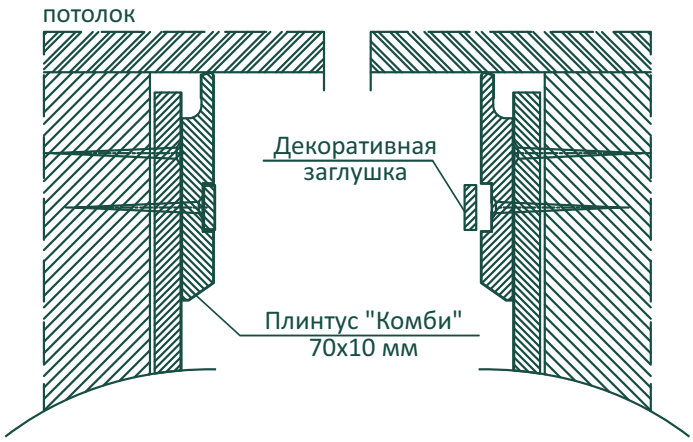

Рис. 5
8. Аналогичным образом плинтус «Комби» можно крепить под потолком (пазом под кабель вверх) (**Рисунок 5**).